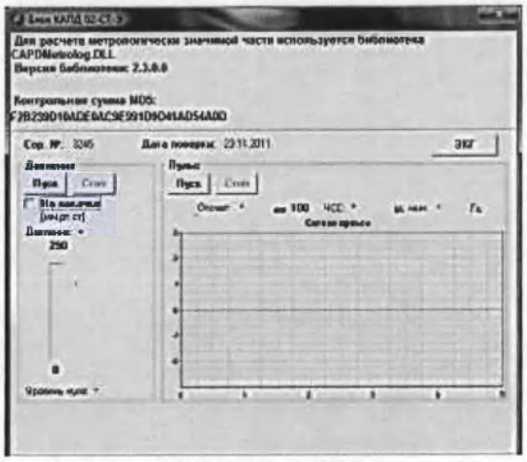

Рисунок 9.1
3.3.5.10.4 Нажимают программную кнопку «ЭКГ» (рис. 9.1). На экране появится окно, как показано на рисунке 9.6